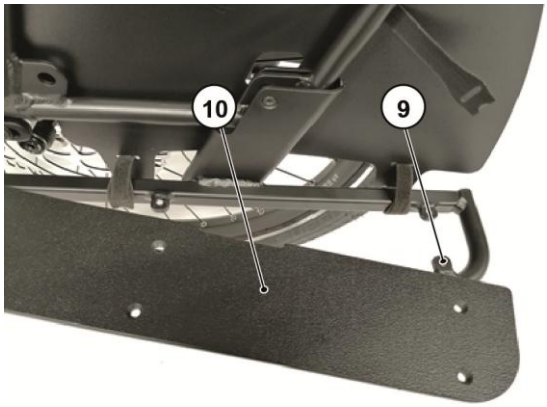

Abb. 5
4. PP-Board (10) mit 6x Befestigungselement (9) befestigen, siehe Abb. 5.